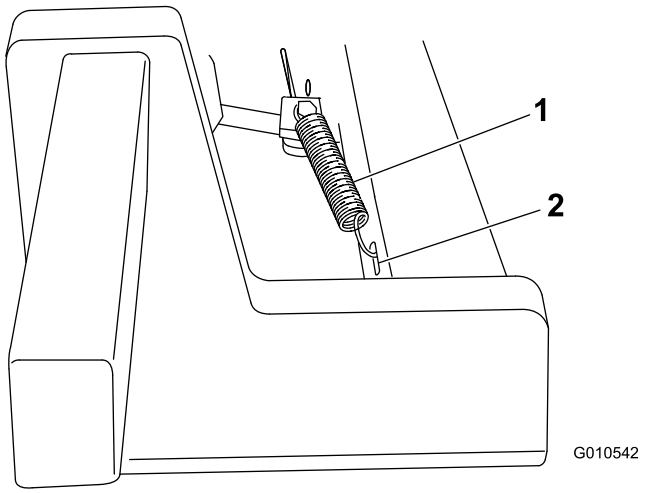

Figur 4
6. Fjern splintene fra splittpinnene som holder bremseavstiverne og stengene sammen, og fjern splintene. Hold splintene på plass og sett den korte enden av fjæren i hullet i splinten for å holde delene sammen. Koble den andre enden av fjærene i de gjengede hullene i løftearmene (Figur 4).